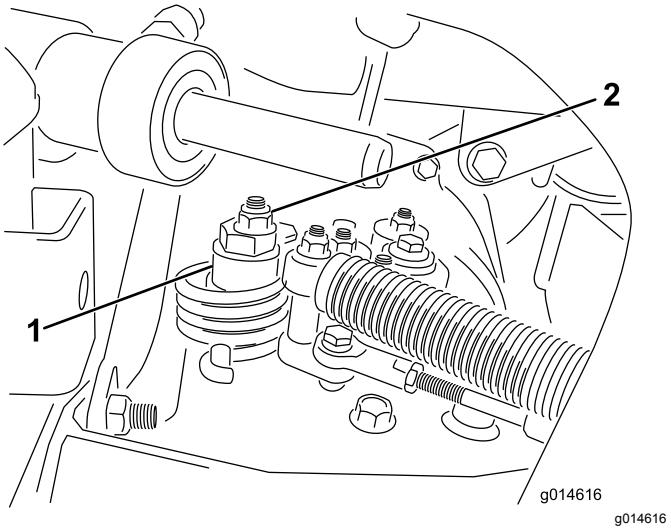

**Figur 35**
A. Lossa muttern som fäster excenterbulten på hydrostatens ovandel (Figur 35).
C. Vrid excenterbulten tills maskinen inte kryper i någon riktning. När hjulet slutar rotera drar du åt muttern som låser excenterbulten och justeringen (Figur 35). Kontrollera justeringen med gasreglaget i det LÅNGSAMMA och det SNABBA läget.